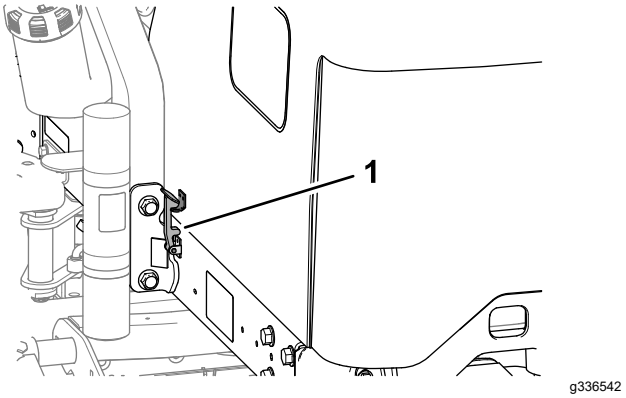

Figuur 54
2. Draai de motorkap naar boven en achteruit (Figuur 54).